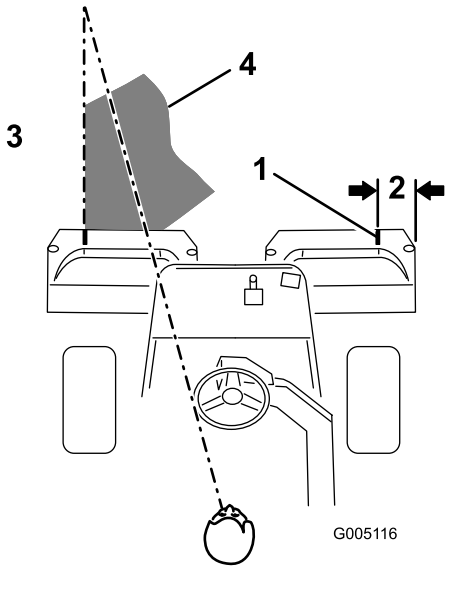

**Figuur 23**
**Opmerking:** Om ervoor te zorgen dat u de green in een rechte lijn maait en de machine op een gelijke afstand van de rand van de vorige maaibaan blijft, moet u uitgaan van een denkbeeldige zichtlijn, ongeveer 1,8 tot 3 m vóór de machine tot de rand van het ongemaaide deel van de green (Figuur 23). Laat de buitenrand van het stuurwiel deel uitmaken van de zichtlijn; d.w.z. houd de rand van het stuurwiel in een rechte lijn ten opzichte van een punt dat altijd op dezelfde afstand van de voorkant van de machine blijft.